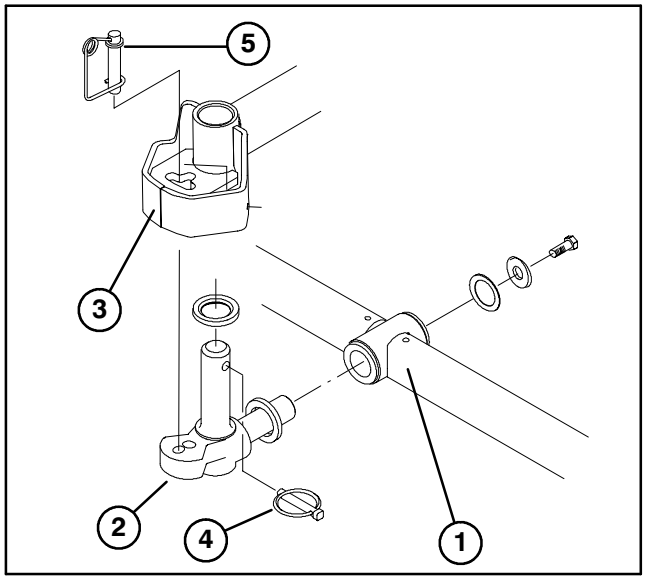

Figure 7
6. Insert a thrust washer onto horizontal shaft of pivot knuckle as shown in figure 7.
7. Insert the horizontal shaft of the pivot knuckle into the mounting tube of the carrier frame (Fig. 7).
8. Secure pivot knuckle to carrier frame with a thrust washer, flat washer and a flange head capscrew (Fig. 7).
9. Insert a thrust washer onto vertical shaft of pivot knuckle (Fig. 7).
10. Insert the vertical shaft of the pivot knuckle into lift arm pivot hub (Fig. 7). Guide the pivot knuckle in place between the two rubber centering bumpers in the under side of the lift arm steering plate.
11. Insert the lynch pin into the cross hole on the pivot knuckle shaft (Fig. 7).
14. Insert steering pin into front mounting hole on pivot knuckle (Fig. 7). Rear mounting hole is not recommended for dethatcher use.